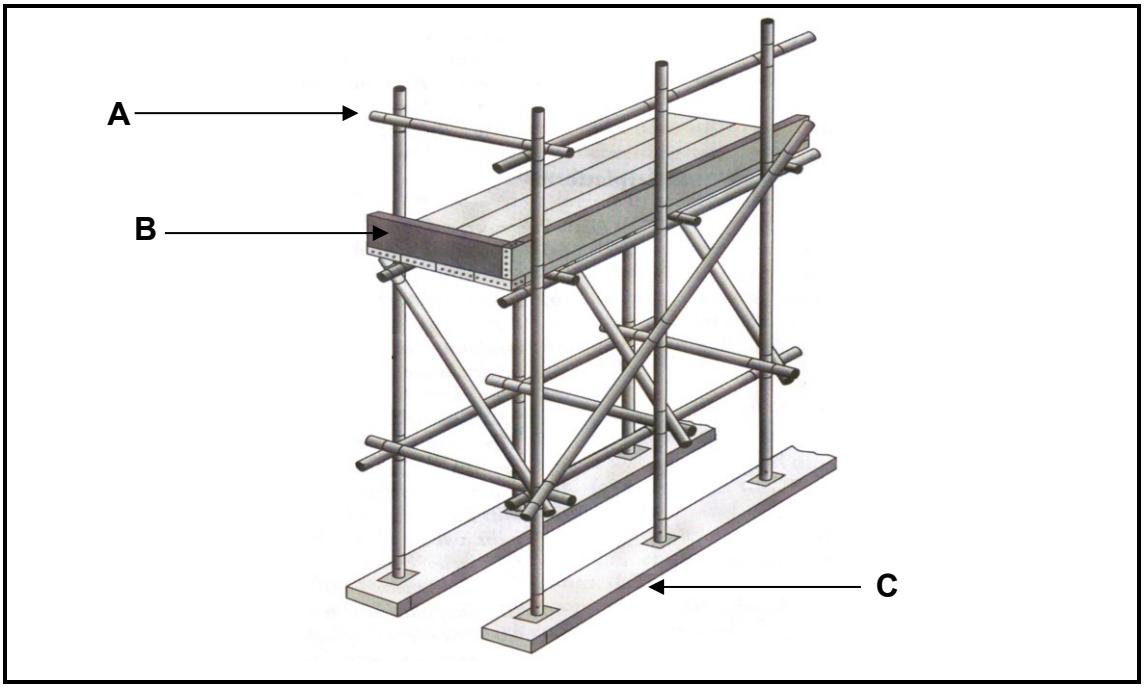

FIGURE 1.4
1.4 Answer the following questions with regard to the scaffolding in FIGURE 1.4.